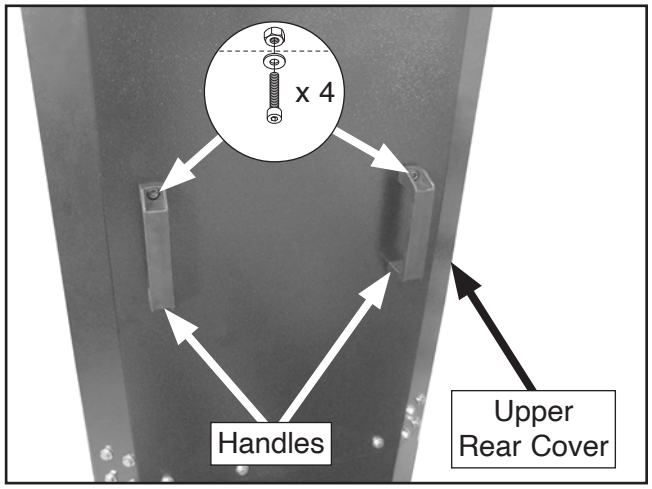

Figure 22. Handles attached to upper rear cover.
7. Attach (2) handles to upper rear cover using (4) 5/16"-18 x 3/4" cap screws, (4) 5/16" flat washers, and (4) 5/16"-18 hex nuts (see **Figure 22**).